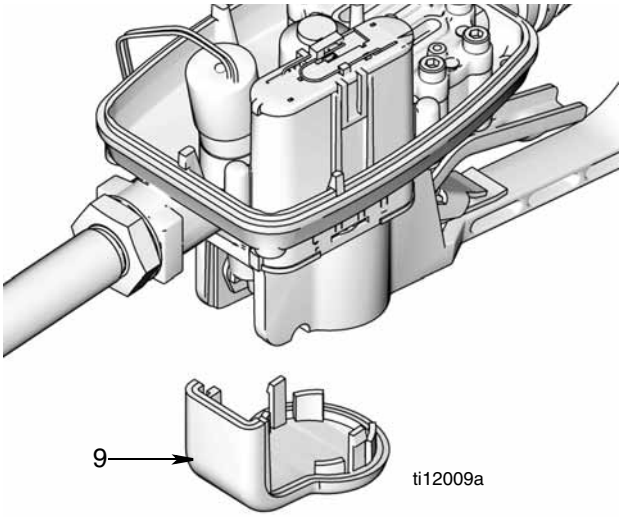

FIG. 36
8. Retirez la protection (9) en insérant le pouce ou un doigt derrière le couvercle et en le desserrant. Puis faites glisser la protection du boîtier (FIG. 36).